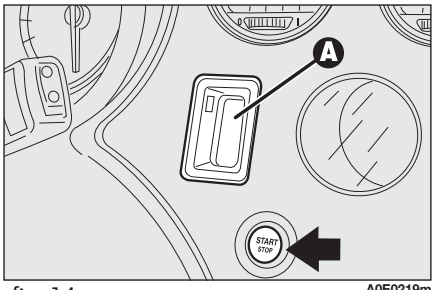

fig. 14
- ❒ electronic key reading device **A-fig. 14** (set near the steering wheel);